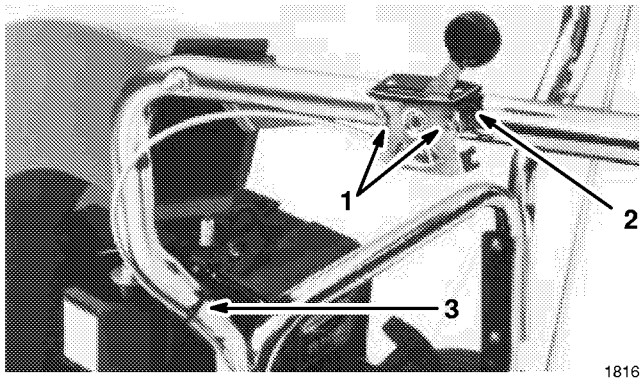

Abbildung 6
6. Den Gashebel außen an die linke Seite des oberen Holms mit zwei Schneidschrauben, Unterlegscheiben und einem Distanzstück aus Nylon befestigen (Abb. 6).
7. Das Kabel am Holm mit einem Kabelbinder befestigen (Abb. 6).